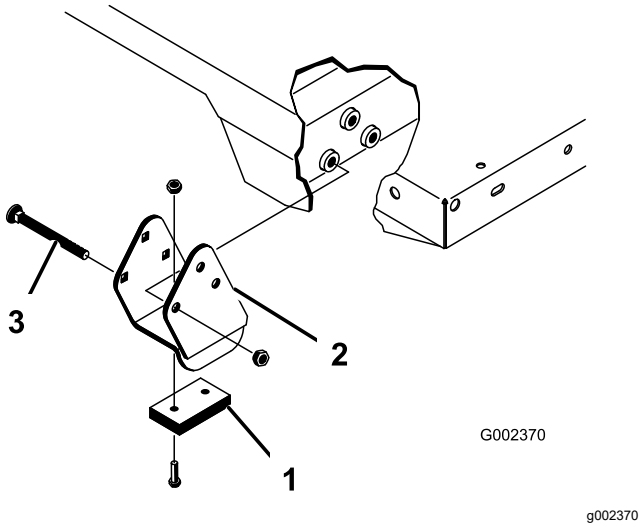

**Figura 25**
Asegúrese de instalar los espaciadores y las pletinas de desgaste (Figura 25) con las cabezas de los pernos de cuello cuadrado dentro de la máquina.
2. Coloque la plataforma con cuidado sobre el bastidor de la máquina, alineando los taladros de las placas de giro traseras con los taladros del perfil trasero del bastidor, e instale los 2 pasadores y las chavetas (Figura 25).
4. Inserte el pasador desde la parte exterior de la plataforma, con la chaveta hacia fuera (Figura 25).